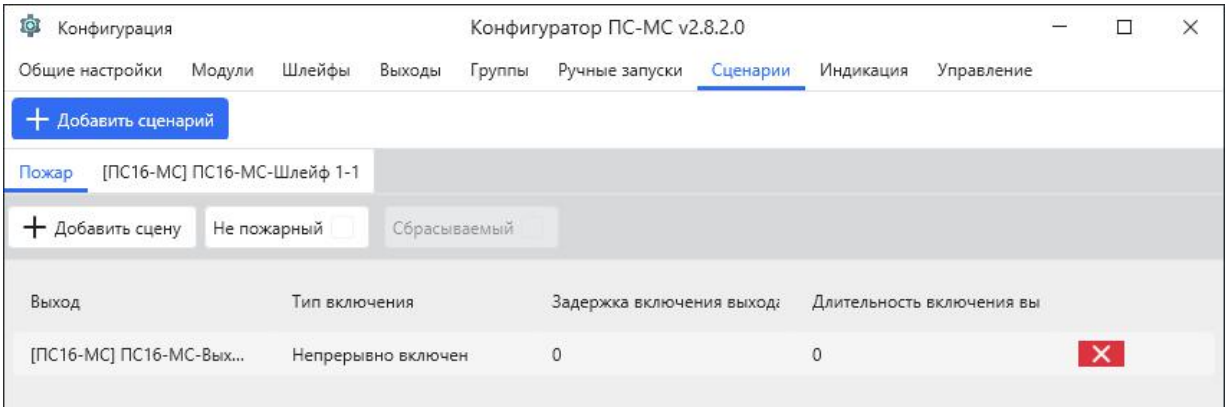

Рис. 19 - Вкладка «Сценарии»
1) Нажать на кнопку «Добавить сценарий» (см.рисунок 19);